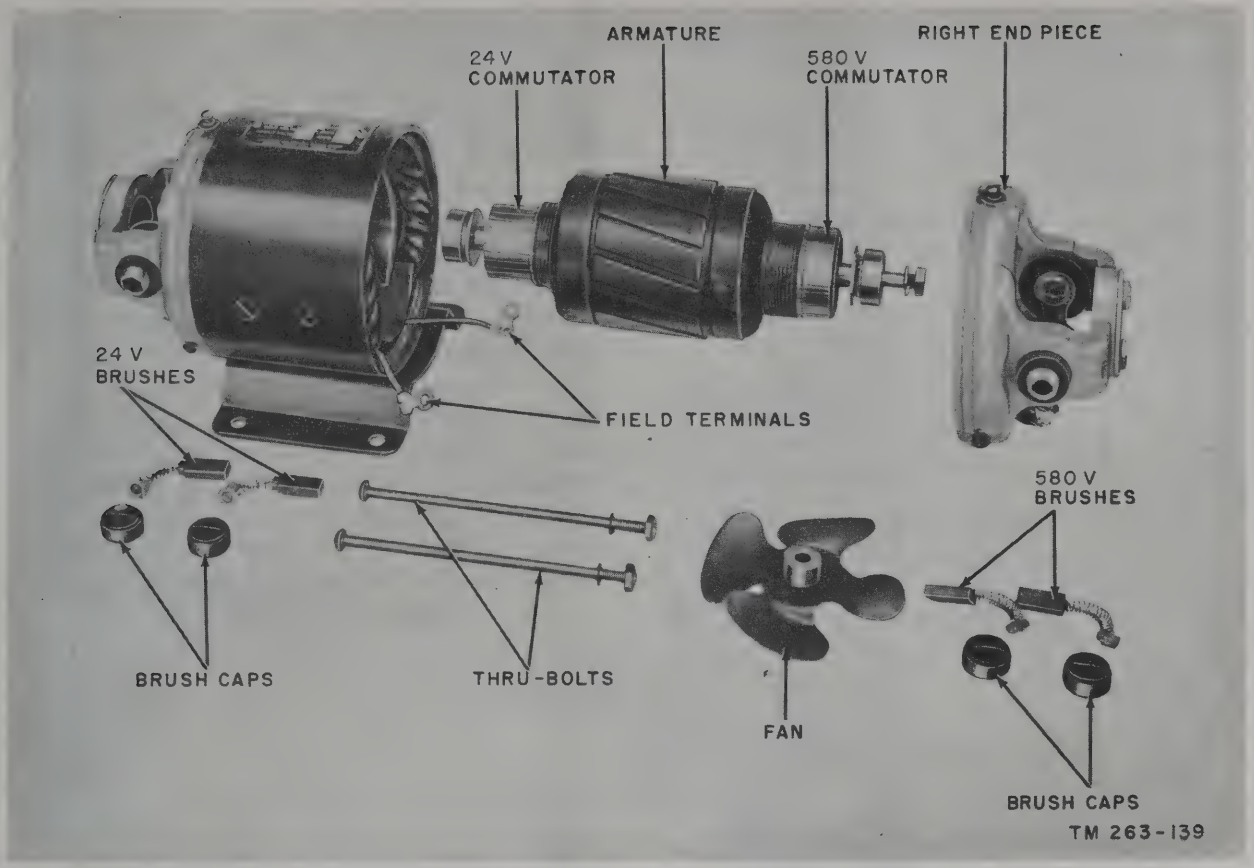

Figure 157. Armature removed from Dynamotor-Power Supply DY–105/GRC–9X.
d. Refer to figure 157 for the remainder of the dynamotor disassembly procedure.
(1) Remove the dynamotor and covers by loosening the screw at the top of each cover and rotating and pulling the cover off.
(2) Unscrew the brush caps and remove the brushes.
(3) Disconnect the two field terminals connected to the 580-volt brush holders.
(4) Remove the nut and lock washer that holds the fan to the shaft and remove the fan.
(5) Remove the top and bottom through-bolts.
(6) Remove the right endpiece.
(7) The armature may now be pulled out gently through the dynamotor unit.